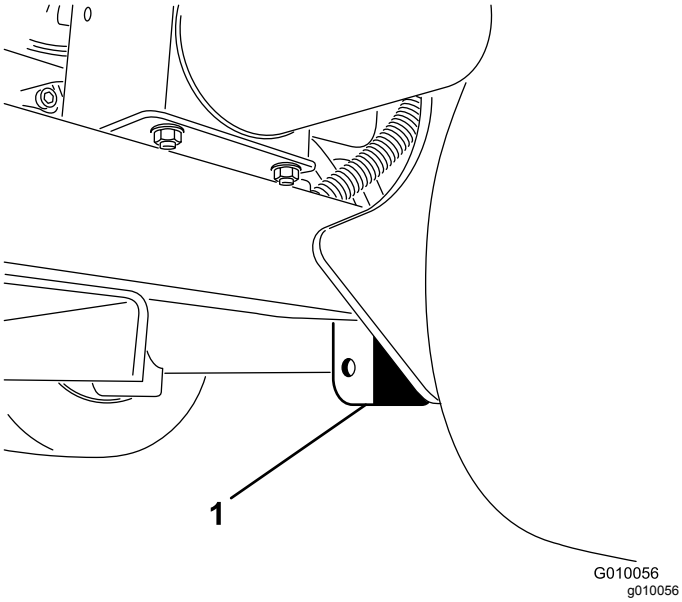

Figur 39
3. Placer donkraften forsvarligt under rammepladen lige på den indvendige side af baghjulet (Figur 39).